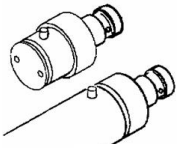

Abb. 24
- Drücken Sie den Arretierbolzen vom Eingangsstück und stecken Sie dieses mit leichten Drehbewegungen in das Schlagrohr. (Abb. 24)